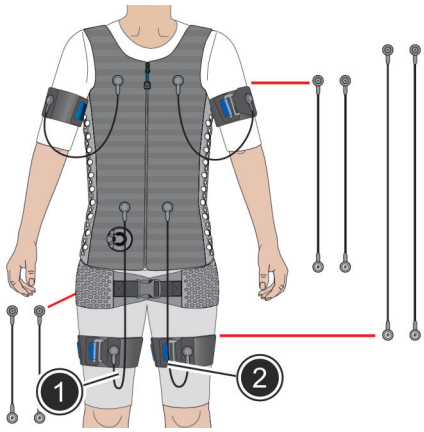

Fig. 47: Connecting the i-body® straps flex
19. Connect both i-body® straps flex to the i-body® (Fig. 47/1 and 2) with the i-body® cable.
When connecting the i-body® straps flex, always ensure that the corresponding cables (longest length) are used in accordance with Fig. 47.
When connecting the i-body® belt, always ensure that the corresponding cables (shortest length) are used in accordance with Fig. 47.